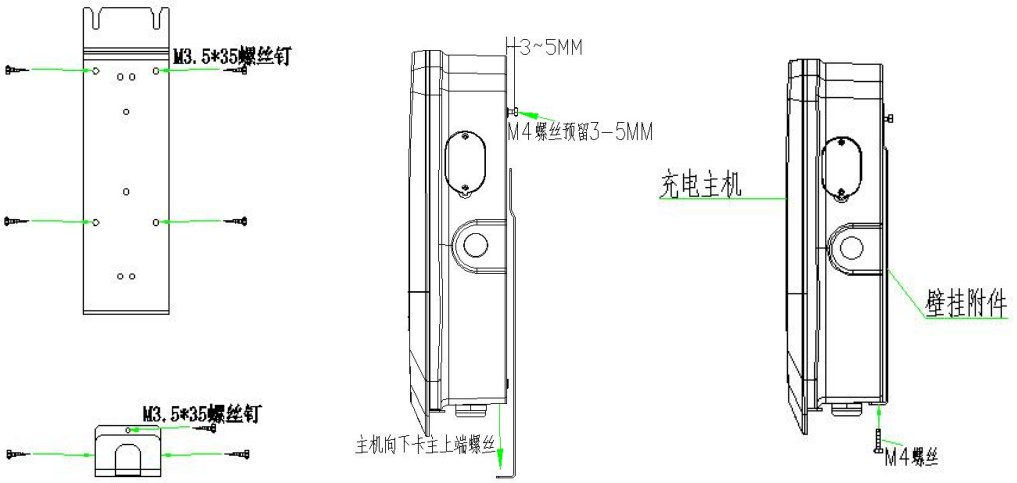

图 13
2、先将壁挂附件贴在墙上在画出打孔位置，用冲击钻配合 6MM 的冲击钻头钻头打孔，将塑料胶塞锤入孔中，再用 M3.5*35 的木工螺丝的螺丝固定壁挂附件，最后用随机配送的 M4 螺丝将充电主机与壁挂附件锁付连接即可，如图 13。